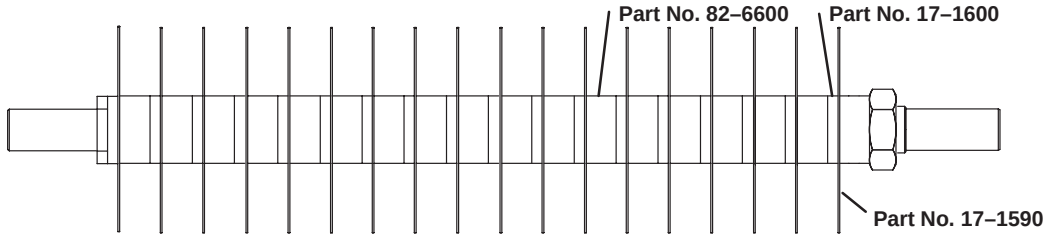

Figure 17
1" spacing, Kit Part No. 82–7001 – Includes (16) 1/4" Thick Spacers (part no.17–1600) (Fig. 17).